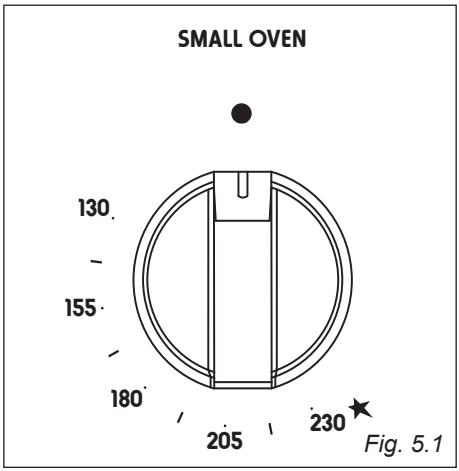

Fig. 5.1
The temperature knob is numbered from 130 to 230 ★ (fig. 5.1) indicating the increasing oven temperature value (see table 5.2).
2. Lightly press and turn the thermostat knob anti-clockwise (fig. 5.4) to max position 230 ★ (fig. 5.1). Press the knob firmly until the burner lights.